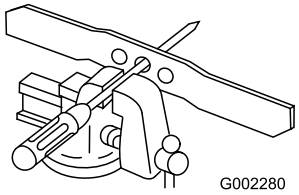

Figur 36
1. Kontrollere balansen til kniven ved å tre hullet på midten av kniven inn på en spiker eller et skrujern, som du fester vannrett i en skrutvinge (Figur 36).